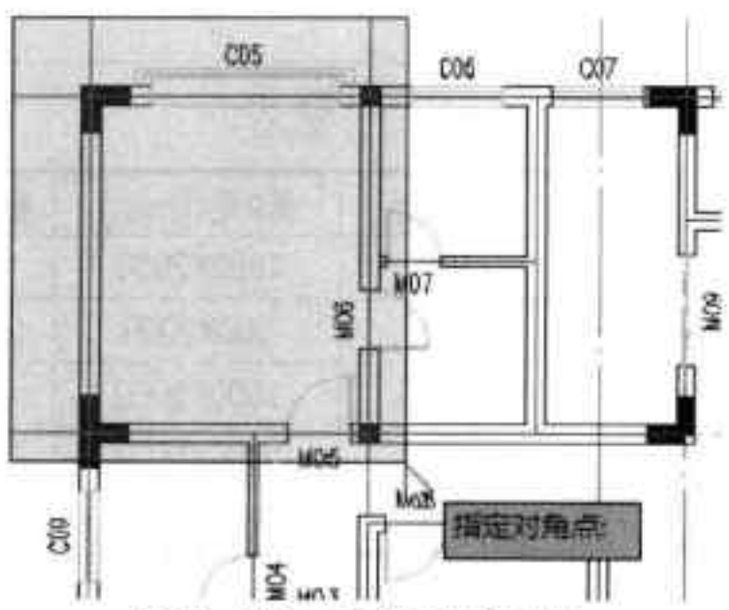

图17-134 框选房间区域
Step 01 执行“房间屋顶 > 查询面积”命令，打开“查询面积”对话框，将其选项设为默认，然后在平面图中框选所需查询的房间区域，如图 17-134 所示。